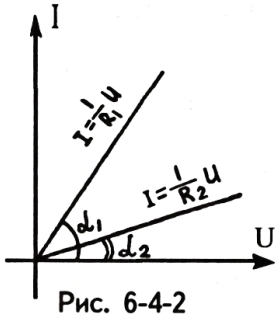

Рис. 6-4-2
3. Выберите масштаб и постройте график зависимости I от U (рис. 6-4-2).